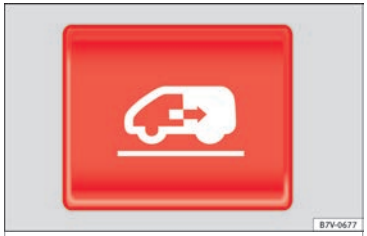

Bild 135 På instrumentpanelen, på fjärrkontrollen i nyckeln och på insidan av skjutdörren: knapp för öppning och stängning av den elektriska skjutdörren.
Öppna skjutdörren elektriskt.	Tryck »» **bild 135** knappen på instrumentbrädan, på fjärrkontrollen i nyckeln och på insidan av skjutdörren. Skjutdörren öppnas med klämskyddsfunktionen så länge som knappen inte trycks in igen.
Stänga skjutdörren elektriskt.	Tryck »» bild 135 knappen på instrumentbrädan, på fjärrkontrollen i nyckeln och på insidan av skjutdörren. Skjutdörren stängs med tillbakarullningsfunktionen så länge som knappen inte trycks in igen. När den stängs avges en ljudvarning.
- Tryck och håll in funktionsknappen »» bild 135. **Skjutdörren stängs med full kraft.**